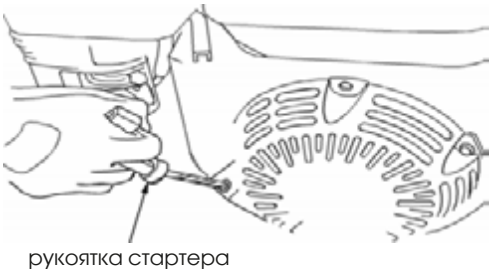

Рисунок 16
6. Потяните за рукоятку стартера, пока не почувствуйте сопротивление. После этого резко дерните за рукоятку стартера. Не отпускайте рукоятку стартера, так как вы можете повредить стартер. Аккуратно верните рукоятку в исходное положение (рис. 16).